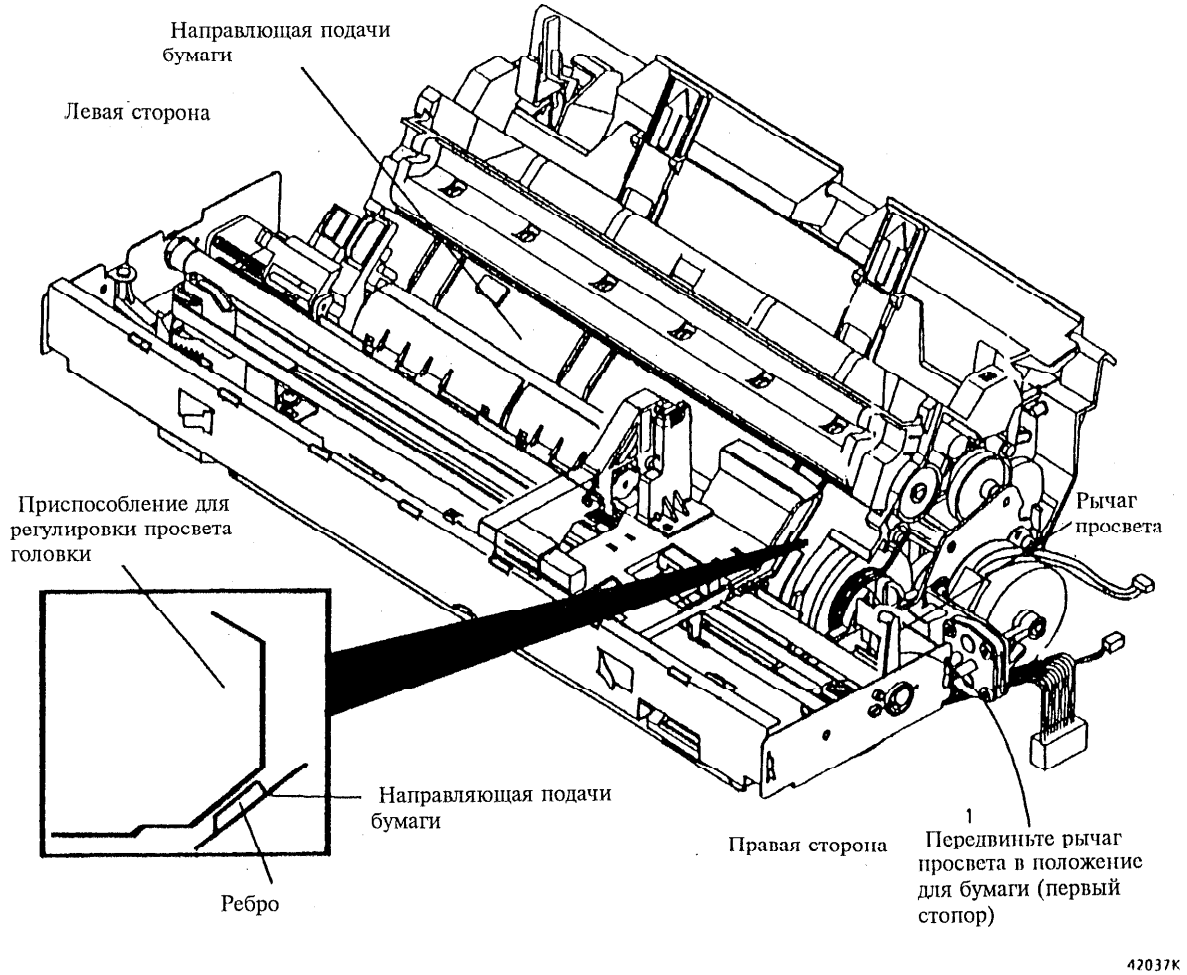

Рис. 3 Проверка просвета головки
4. (Рис. 3): Переведите рычаг просвета в положение для бумаги (первый стопор).